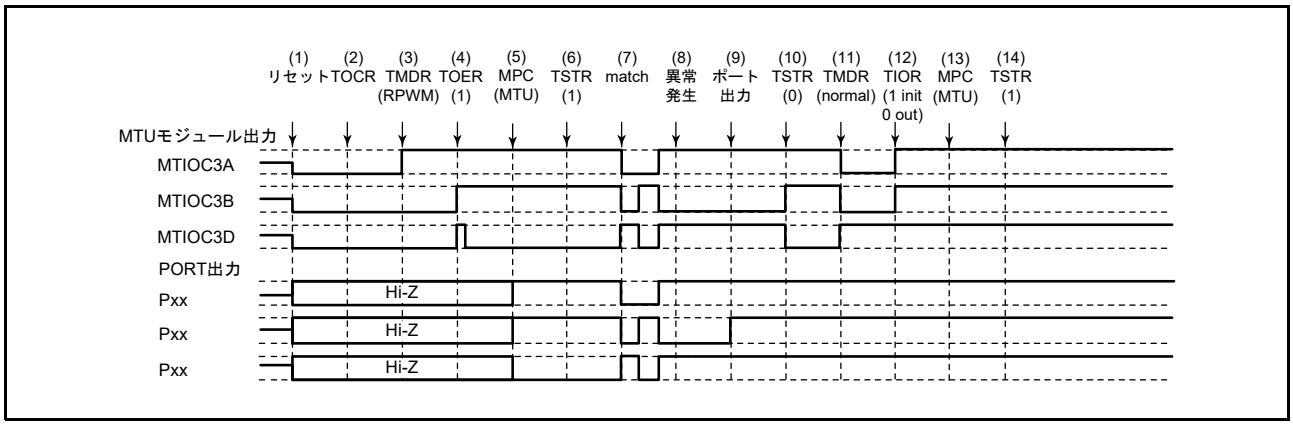

図 22.179　リセット同期 PWM モードで異常が発生し、ノーマルモードで復帰する場合
リセット同期 PWM モードで異常が発生し、再設定後ノーマルモードで再スタートする場合の説明図を**図 22.179** に示します。
(1) ～ (10) は図 22.179 と共通です。
(11) PWM モード 1 を設定してください（MTU 出力は正相側が Low、逆相側が High となります）。
(12) TIOR レジスタで端子を初期化してください（PWM モード 1 では MTIOCnB（MTIOCnD）端子に波形が出力されません。出力すべきレベルがある場合は、I/O ポートのポート方向レジスタ（PDR）、ポート出力データレジスタ（PODR）で汎用出力ポートの設定をしてください）。
(13) MPC と I/O ポートのポートモードレジスタ（PMR）で MTU 出力としてください。
(14) TSTRA（TSTRB）レジスタで再スタートします。
(28) リセット同期 PWM モードで動作中に異常が発生し、相補 PWM モードで再スタートする場合の動作
(11) TOERA（TOERB）レジスタで MTU3、MTU4（MTU6, MTU7）の出力を禁止してください。
(12) TOCR1A、TOCR2A（TOCR1B, TOCR2B）レジスタで相補 PWM の出力レベルと周期出力の許可 / 禁止を選択してください。
(13) 相補 PWM を設定します（MTU の周期出力端子は Low になります）。
(14) TOERA（TOERB）レジスタで MTU3、MTU4（MTU6, MTU7）の出力を許可してください。
(15) MPC と I/O ポートのポートモードレジスタ（PMR）で MTU 出力としてください。
(16) TSTRA（TSTRB）レジスタで再スタートします。
(29) リセット同期 PWM モードで動作中に異常が発生し、リセット同期 PWM モードで再スタートする場合の動作
(11) MPC と I/O ポートのポートモードレジスタ（PMR）で MTU 出力としてください。
(12) TSTRA（TSTRB）レジスタで再スタートします。
(13) コンペアマッチの発生によりリセット同期 PWM 波形を出力します。